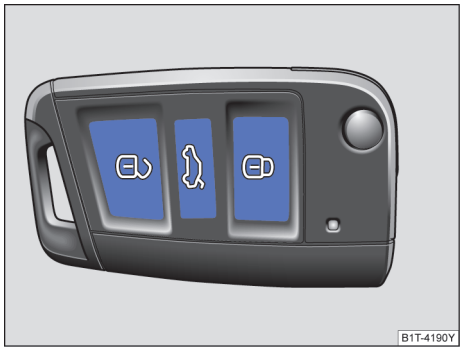
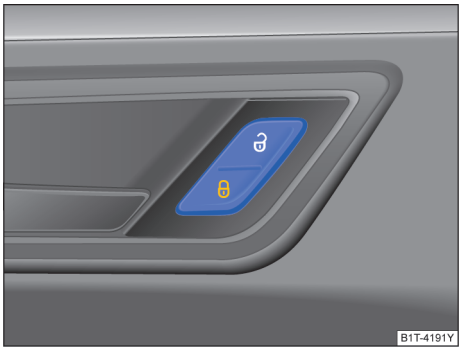

图 55 遥控钥匙上的按钮
图 56 驾驶员侧车门内：中央门锁按钮
如短时间内反复按压汽车钥匙上的按钮→ 图 55 或中央门锁某个按钮→ 图 56，则中央门锁系统将暂时关闭，防止系统过载，此时汽车处于解锁状态，必要时闭锁汽车。 ◁
行驶车速超过 15km/h 时汽车自动闭锁→ 第 28 页。闭锁汽车后中央门锁按钮里的指示灯 🔒 以黄色点亮→ 图 56。
如短时间内反复按压汽车钥匙上的按钮→ 图 55 或中央门锁某个按钮→ 图 56，则中央门锁系统将暂时关闭，防止系统过载。然后汽车处于解锁状态约 30 秒钟。在此期间，若未打开车门或行李厢盖，随后汽车将自动闭锁。
遥控钥匙上的按钮操作 → 图 55：
按压按钮→ 图 56：
– 按压 按钮→ 图 56。
如用另一把钥匙在车外闭锁汽车，则车内的钥匙将被锁止，无法起动发动机→第 128 页。如需使车内钥匙获得许可起动发动机，则可按压车内钥匙上的 🔓 按钮→图 55。